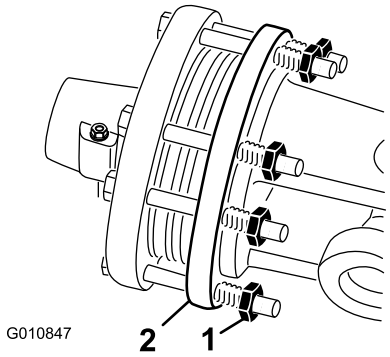

**Figur 44**
1. For hver sesongslutt skrur du hver av clutchmutterne to omdreininger tilbake (Figur 44).